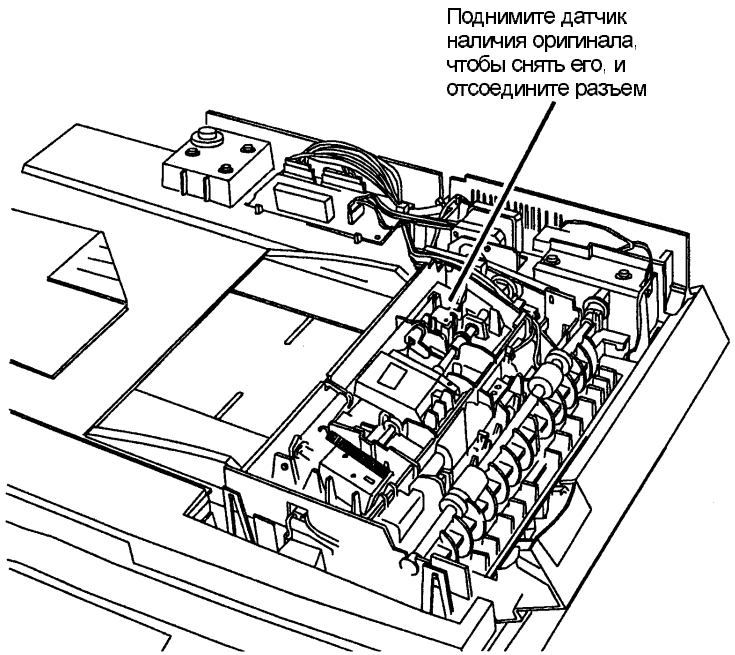

Рис. 1. Демонтаж датчика наличия оригинала
4. Снимите датчик наличия оригинала (Рис. 1).